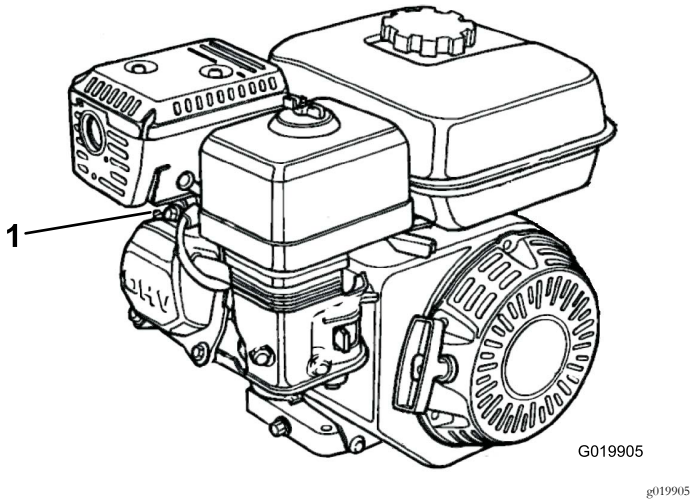

Figuur 33
1. Maak de bougiekabel los van de bougie (Figuur 33).